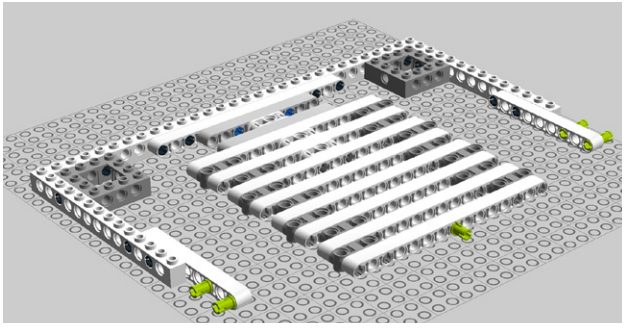

Figure 8-23. *Step 18: Connecting some more pegs*
18. Add five connector pegs, two in each 9M beam and one in the middle of the front 15M beam (Figure 8-23).